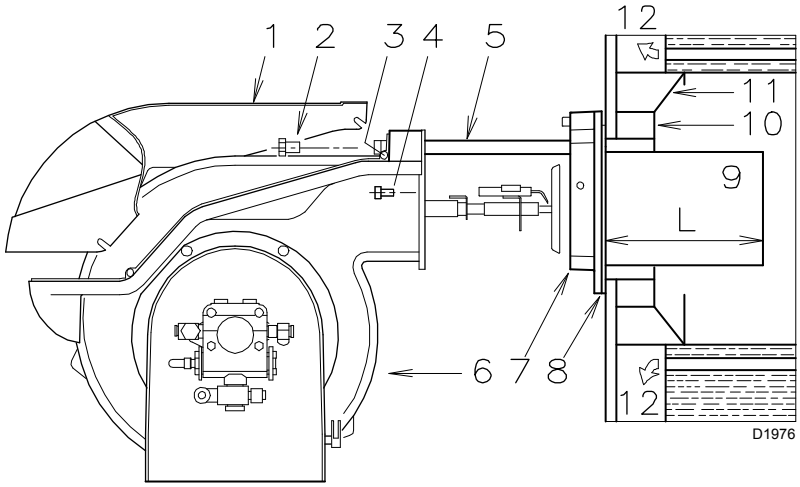

Fig. 8
Per le caldaie con il frontale raffreddato ad acqua non è necessario il rivestimento refrattario 10)-11)(Fig. 8), se non vi è espressa richiesta del costruttore della caldaia.
Fissare la flangia 7)(Fig. 8) alla piastra della caldaia interponendo la guarnizione 8)(Fig. 8) data a corredo. Utilizzare le 4 viti pure date a corredo dopo averne protetto la filettatura con prodotti antigrippanti.
- Aprire il bruciatore sulle guide come in (Fig. 8, pag. 13).